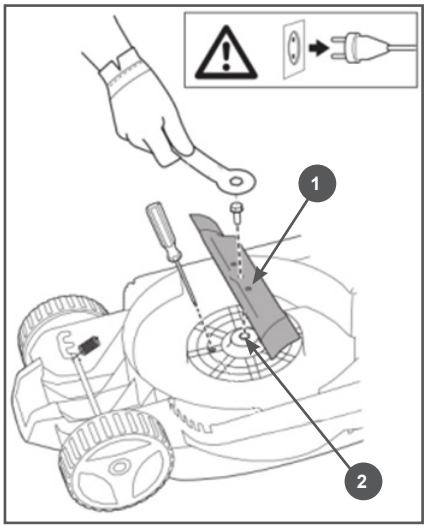

Рис. 10 Замена ножа
Для замены ножа (Рис. 10):
4. Осторожно снимите нож 1 (Рис. 10).
5. Установите новый нож на адаптер 2 (Рис. 10) так, чтобы загнутые и тупые части ножа были обращены к двигателю, а острые лезвия ножа были направлены от двигателя (маркировка ножа смотрела наружу).